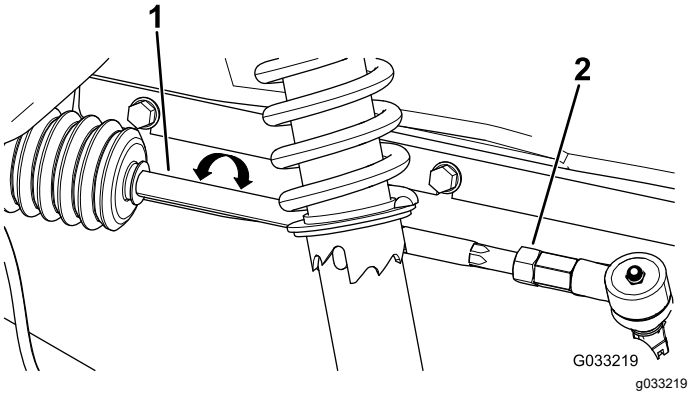

Figur 58
2. Hvis målingen ikke falder inden for 0 til 6 mm, skal kontramøtrikkerne løsnes i den ydre ende af forbindelsesstængerne (Figur 58).